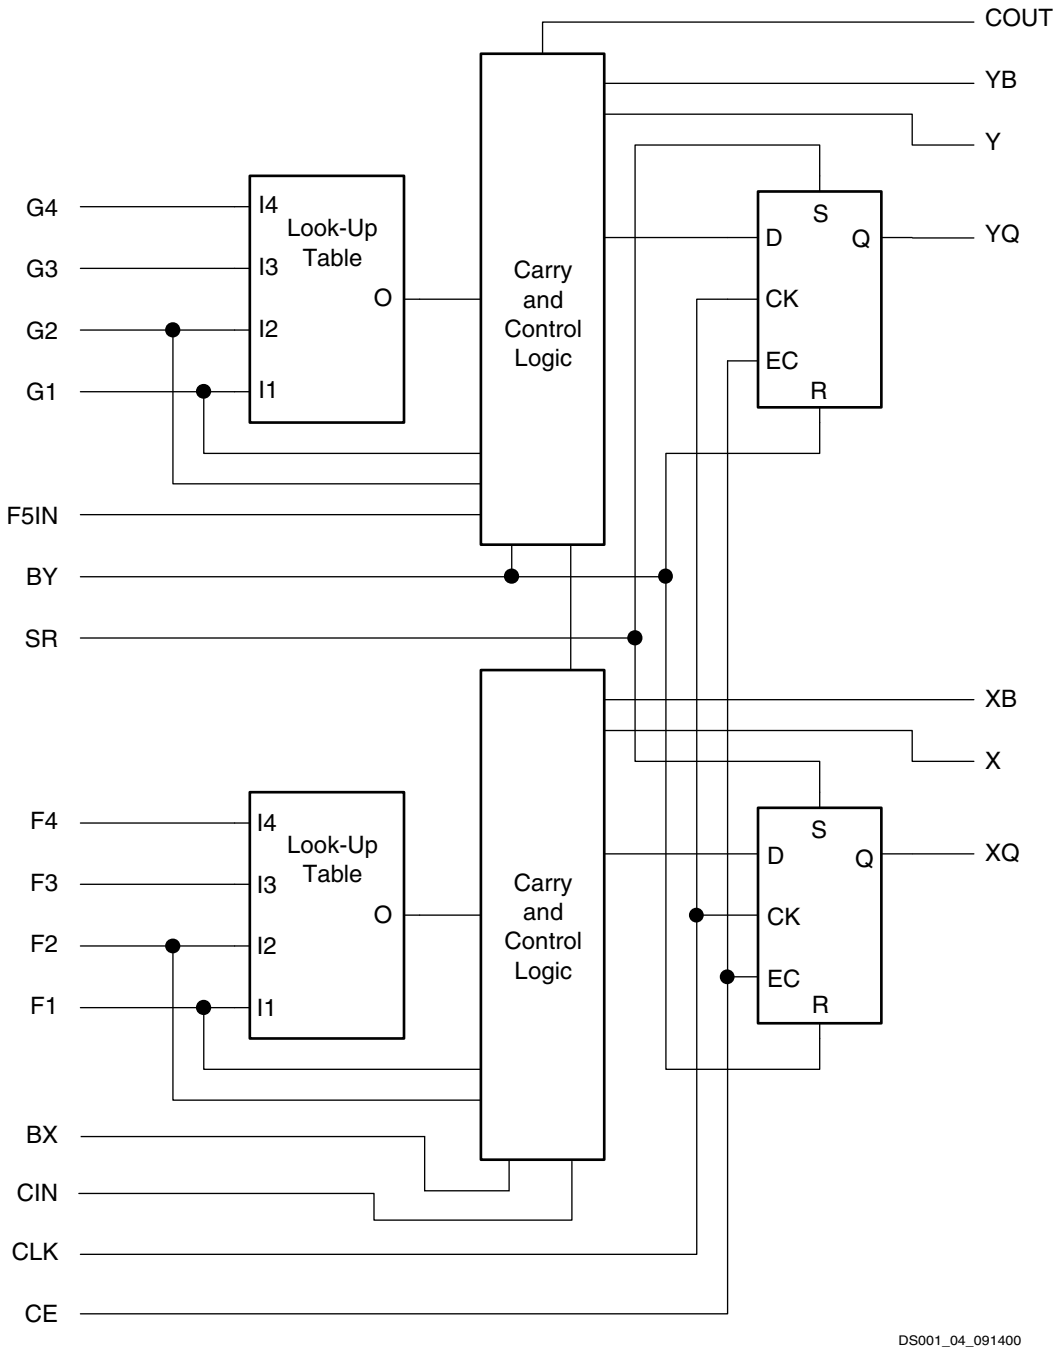

Figure 6: **Spartan-IIE CLB Slice** (two identical slices in each CLB)
The basic building block of the Spartan-IIE FPGA CLB is the logic cell (LC). An LC includes a 4-input function generator, carry logic, and storage element. The output from the function generator in each LC drives the CLB output or the D input of the flip-flop. Each Spartan-IIE FPGA CLB contains four LCs, organized in two similar slices; a single slice is shown in Figure 6.